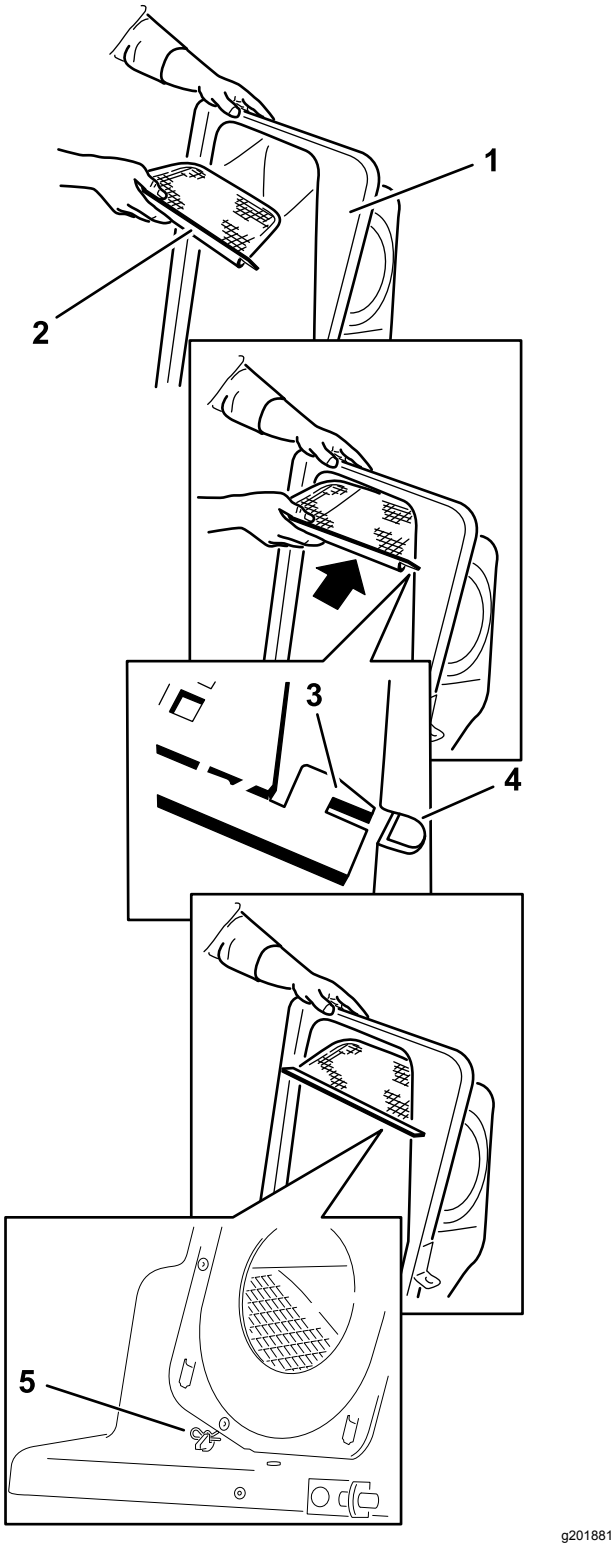

Figur 19
2. Montera skärmen enligt Figur 19 och se till att den lutar nedåt mot uppsamlingssäckarna.